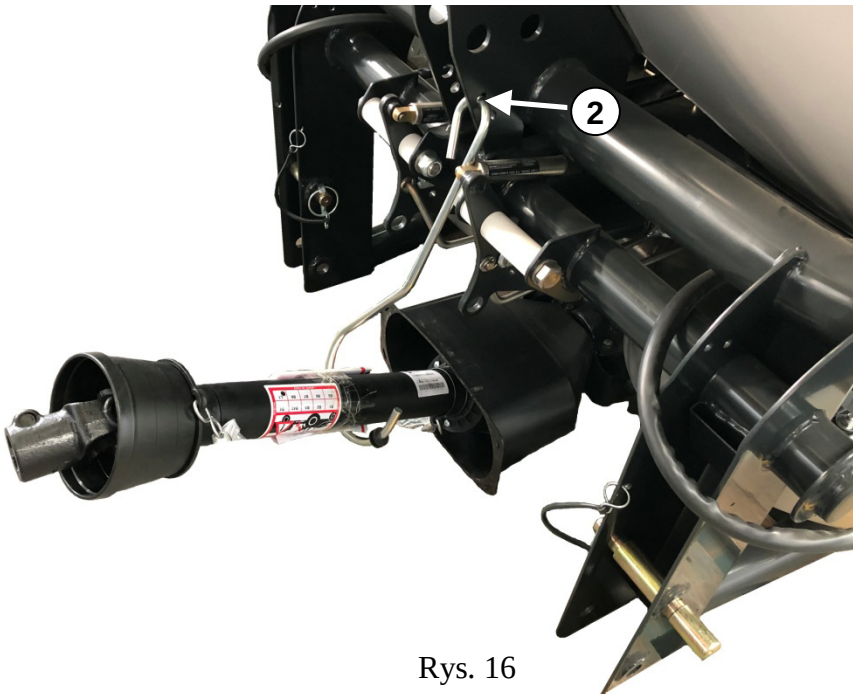

Rys. 16
Aby wykorzystać wspornik należy odczepić go z uchwytów, następnie jeden z jego końców (z mniejszym uchem) włożyć w dedykowany do tego celu otwór znajdujący się pod zaczepem górnym TUZ rozsiewacza (2). Następnie wystarczy oprzeć wałek WPT na dolnym ramieniu (uchu) wspornika – Rys. 16.